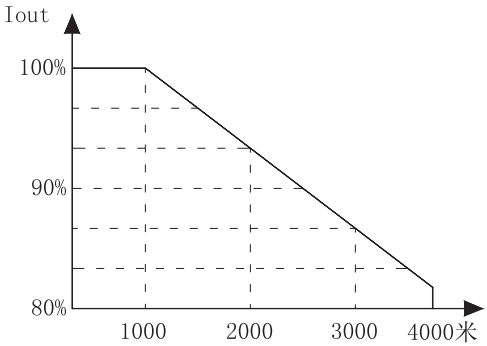

图 1-4 变频器降额曲线图
- 在海拔高度超过 1000 米的地区，由于空气稀薄，变频器的散热效果会变差，此时需降额使用。一般的，每升高 1000m 需降额 10％左右。降额曲线参见图 1-4。